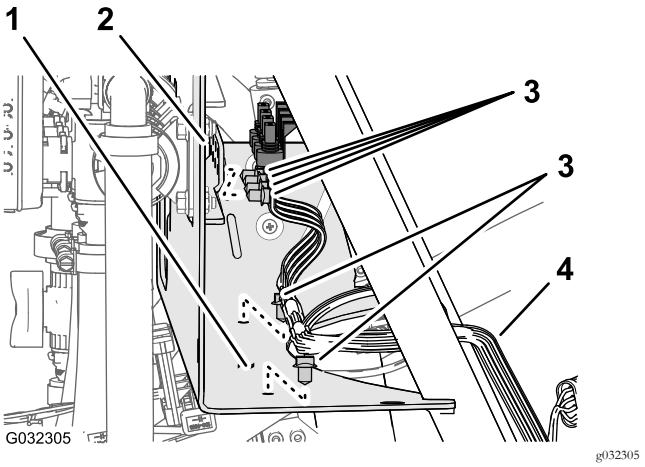

Figura 23
3. Retire las grapas que sujetan el arnés de cables trasero a los orificios del lado delantero y de la placa inferior del soporte del distribuidor (Figura 23).